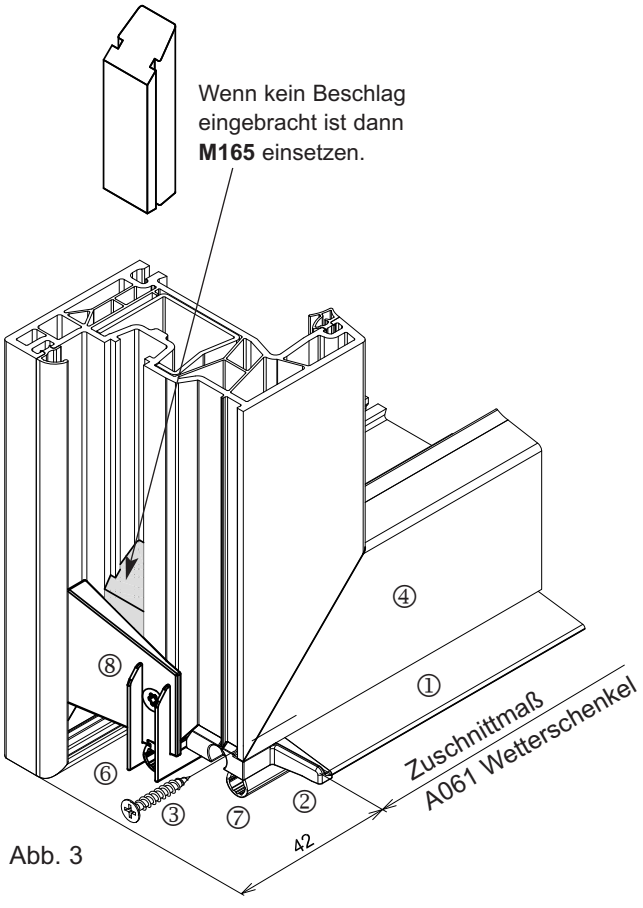

Abb. 3
- Dichtung G060 innen **6** in den Wetterschenkel **1** einziehen und nach montieren des Windstop M261 **8** an beiden Enden verkleben (Länge = A061 + 48 mm), siehe Abb. 3.